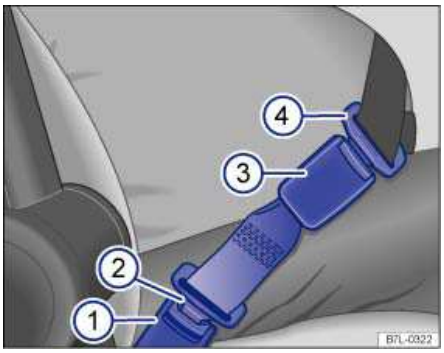

Fig. 55 A safety belt extender properly attached to the factory-installed safety belt.
Key to fig. 55:
- Insert the buckle tongue on the safety belt extender ⇒ fig. 55 (2) into the vehicle belt buckle for the seat where the safety belt extender is being used (1).